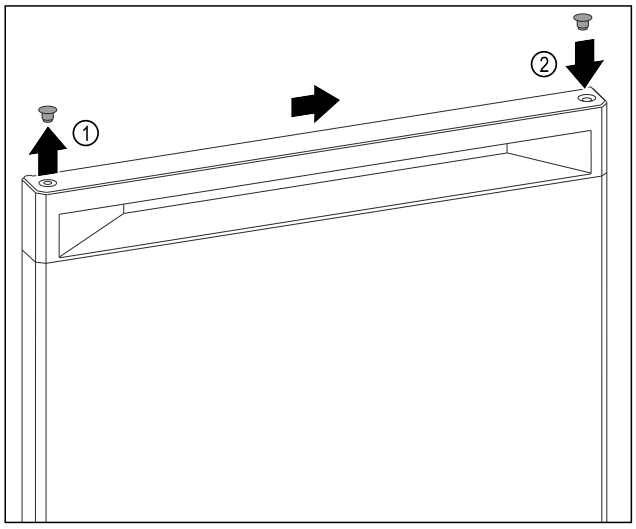

Fig. 7
- ▶ Lyft försiktigt täckplugg på dörrens ovansida *Fig. 7 (1)* med spårskruvmejsel.
- ▶ Sätt in täckplugg på motsatta sidan. *Fig. 7 (2)*